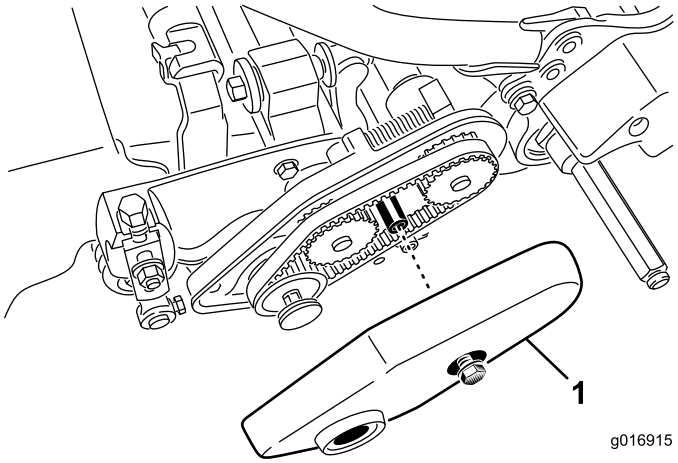

Figura 13
2. Allentate il bullone della flangia che fissa il copricinghia, e togliete il copricinghia per accedere alla cinghia (Figura 13).